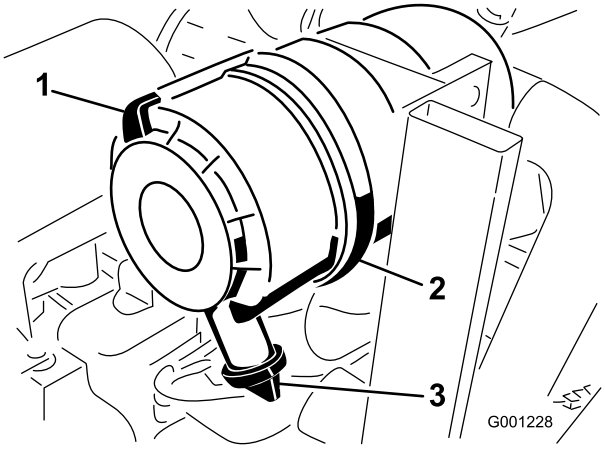

Figur 47
1. Dra ut spärren och vrid luftrenarkåpan motsols (Figur 47).
2. Ta bort kåpan från luftrenaren (Figur 47).
8. Montera kåpan med gummiutloppsventilen i nedåtläge – mellan cirka klockan 5 till klockan 7 sett från änden (Figur 47).